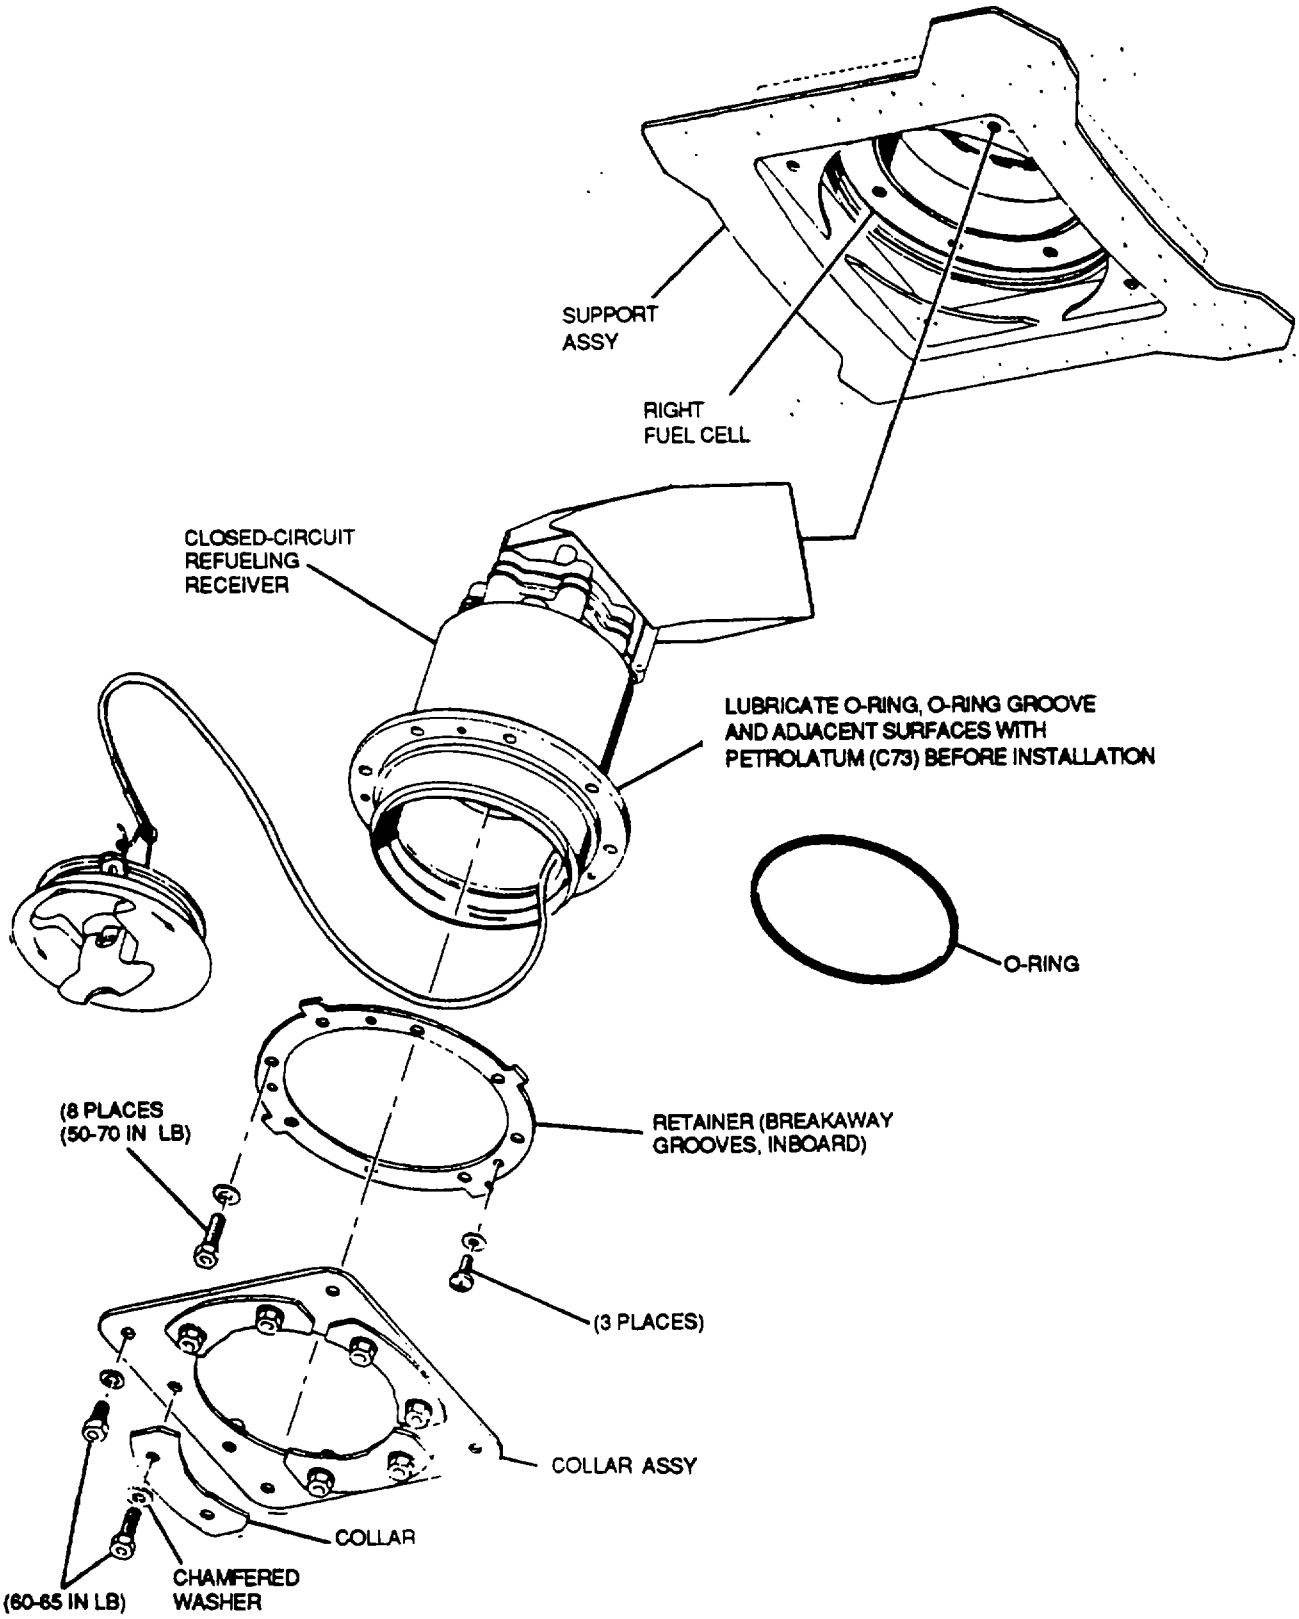

Figure 2-20. Closed-Circuit Fuel Receiver Installation
(1) Types. Any closed system of aircraft refueling depends on two basic pieces of equipment: a receiver that is mounted in the aircraft, and a nozzle. These two pieces of equipment are designed for each other, to mate or lock together before fuel can flow through them. The Army has two such equipment systems, the CCR system that: is part of the Forward Area Refueling Equipment (FAIRE) system and the D-1 pressure system (also called the centerpoint system).
(2) Inspection. The CC:R receiver as shown in figure 2-20 is inspected as follows: